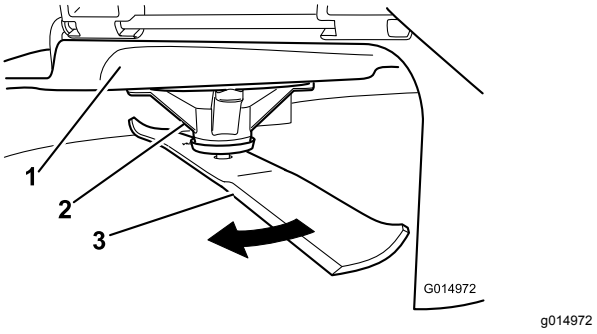

Figure 52
2. Enfilez des gants épais ou utilisez une autre protection adéquate pour les mains, et faites tourner la lame lentement jusqu'à une position permettant de mesurer la distance entre le tranchant et la surface plane sur laquelle se trouve la machine (Figure 52).